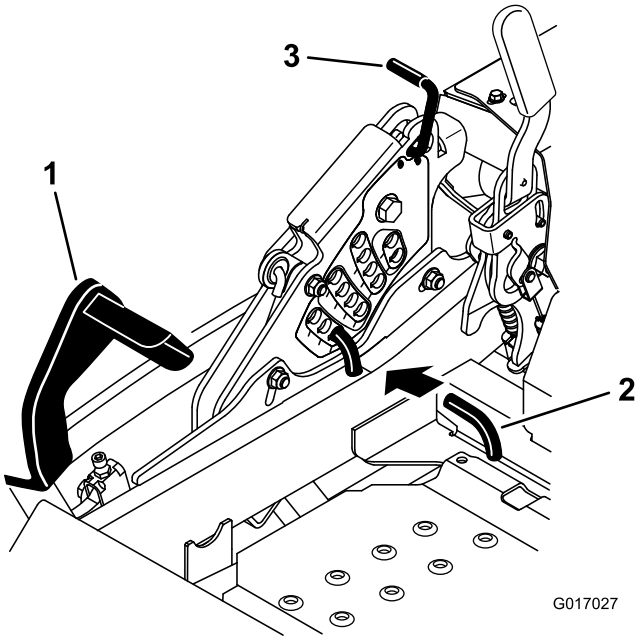

**Figur 27**
2. Træd på pedalen til skjoldløft, og hæv plæneklipperskjoldet til transportpositionen (også klippehøjdepositionen på 140 mm) (Figur 27).
3. Du kan justere højden ved rotere splitten 90 grader og fjerne splitten fra klippehøjdebeslaget (Figur 27).
4. Vælg et hul i klippehøjdebeslaget, som svarer til den ønskede klippehøjde, og sæt splitten i (Figur 27).